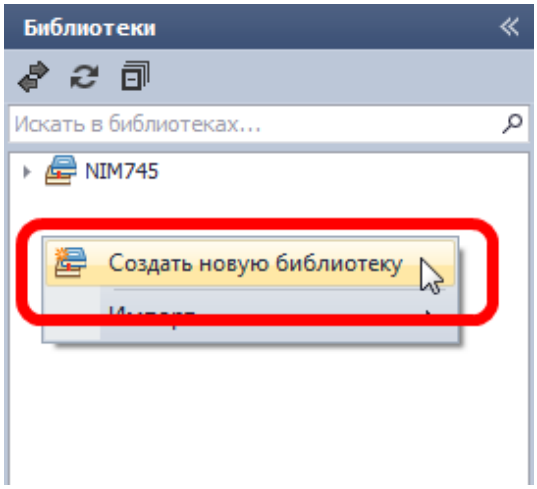

Рис. 91. Создание библиотеки
2. Вызовите контекстное меню и выберите пункт «Создать новую библиотеку», см. Рис. 91.